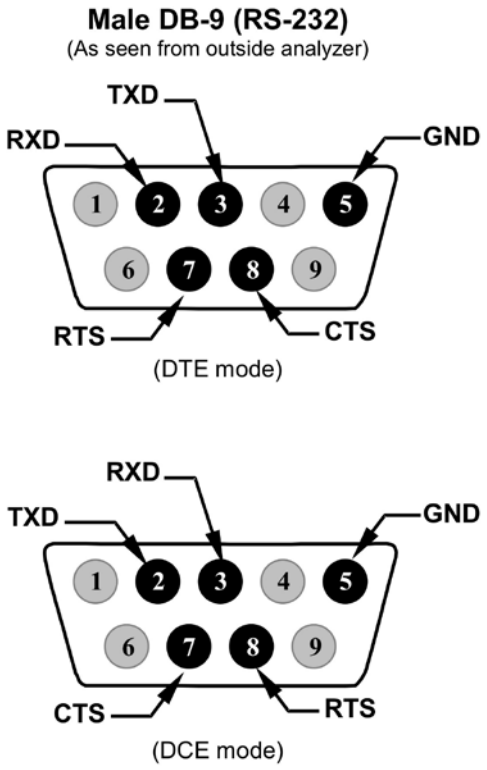

**Figure 3-14: Rear Panel Connector Pin-Outs for RS-232 Mode**
**Cables that appear to be compatible because of matching connectors may incorporate internal wiring that makes the link inoperable. Check cables acquired from sources other than Teledyne API for pin assignments (Figure 3-14) before using.**